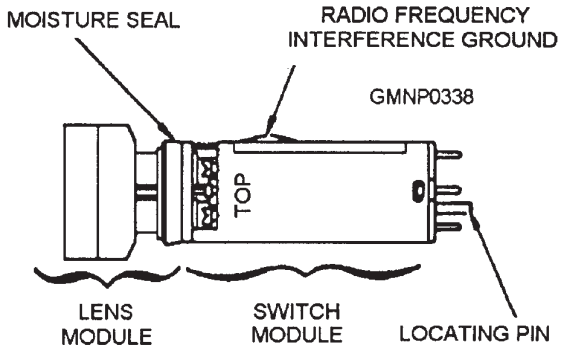
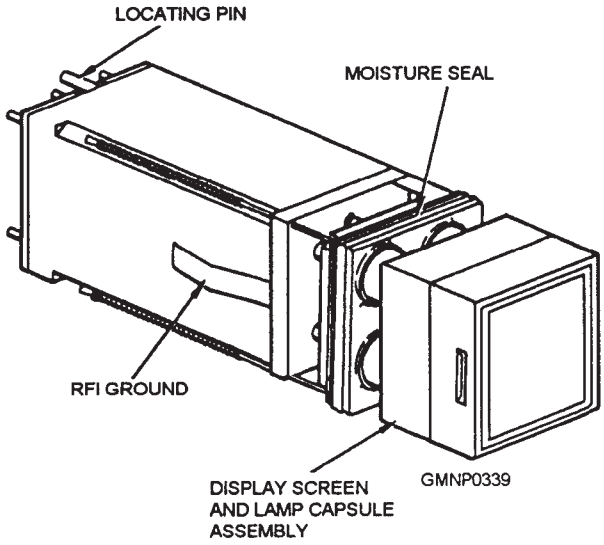
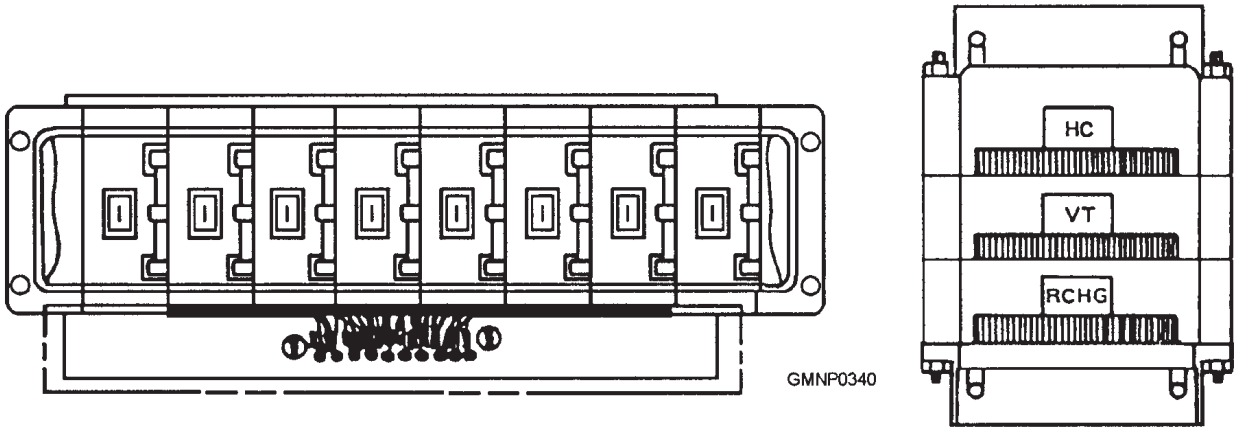
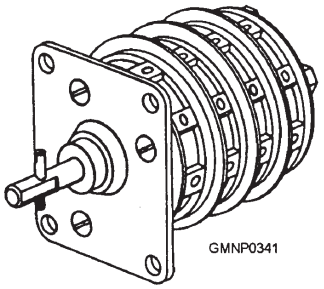

**Figure 5-71.—Light-emitting diode switch/indicator assembly.**
**Figure 5-72.—Switch/indicator assembly.**
**Figure 5-73.—Thumbwheel switches.**
**Figure 5-74.—Rotary switch.**
Control switches on the EP2 are used by the EP2 operator to select, start, and stop various equipment operations. Three types of control switches are used—the light-emitting diode (LED) switch/indicator assembly (fig. 5-71) (or the switch/indicator assembly) (fig. 5-72), the thumbwheel switch (fig. 5-73), and the rotary switch (fig. 5-74).
**LIGHT-EMITTING DIODE SWITCH/INDICATOR ASSEMBLY**.—The LED switch/indicator assembly (refer to fig. 5-71) is a rack-mounted, plug-in type, lighted push-button switch and LED indicating light assembly with a display face. The assembly consists of a switch module and a lens module.
**SWITCH/INDICATOR ASSEMBLY**.—The switch/indicator assembly (refer to fig. 5-72) is a rack-mounted, plug-in type, lighted push-button switch or indicator light assembly with a display face. The push-button unit has a momentary-type action that transfers switch contacts whenever the front lens is pressed. Indicator lamps are isolated from the switch contact and, therefore, are independently controlled. However, the indicator light feature is not used in all push-button units.
**THUMBWHEEL SWITCHES**.—Two types of rotary thumbwheel switches are used on the EP2 panel—local electronic fuze order switches and type assignment switches (refer to fig. 5-73). Each thumbwheel dial contains one layer of multiple contact points; each contact point connects to a common wiper for a given dial position. The numerical thumbwheel dials have 10 positions; the round assignment thumbwheel dials have 12 positions. No position stops exist for any of the dials. All thumbwheel switches are water and dust protected by a hinged transparent covering (bezel assembly). The covering screws down tightly whenever dial positions are not being changed.